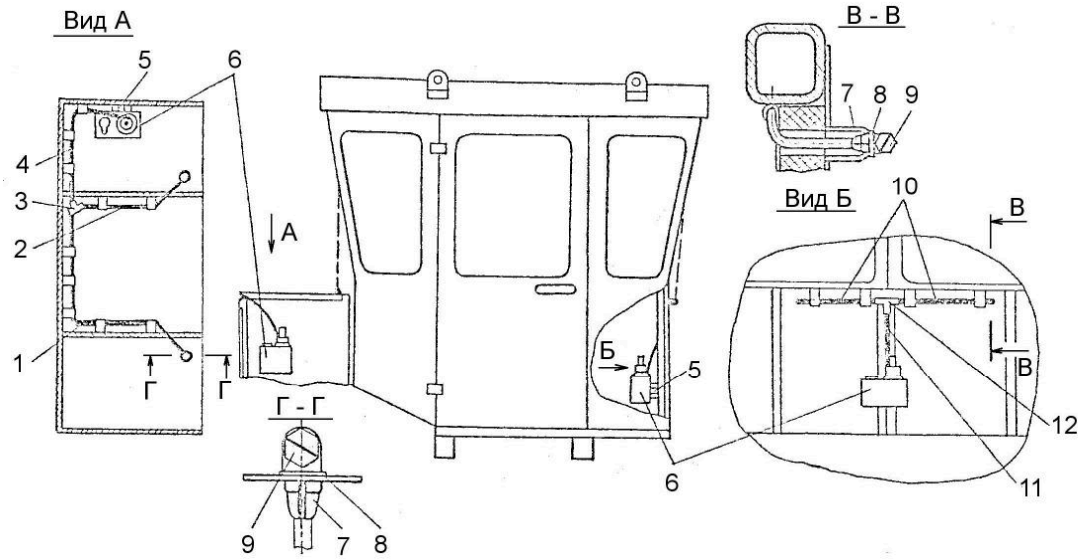

Рис. 18 Схема монтажа омывателей
Установку омывателей производить согласно рис. 18 при выключенном выключателе "массы".
1. Установить омыватель 6 (рис. 18) на кронштейн 5 передней стенки кабины.